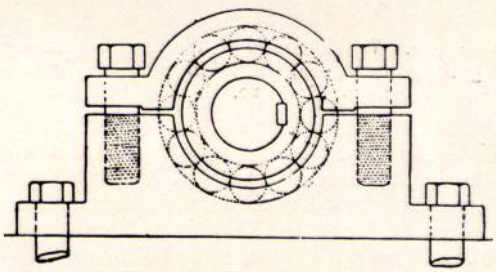

Abb. 408. Kugellager, 1857.
S. 399). Joseph Ressel, Domainen-Waldmeister in Triest, erhielt am 9. März 1829 ein einjähriges österreichisches Privileg unter Benützung von Rollen und Kugeln „die Reibung der Maschinen-Zapfen und Wagenachsen beinahe auf Null zu reduzieren, und jede Schmiere entbehrlich zu machen". — J. H. Johnson nahm am 27. November 1855 das engl. Patent Nr. 2677 auf ein Kugellager. Am 25. September 1858 nahm C. Sayno das engl. Patent Nr. 2245 auf ein Kugel- oder Rollenlager. Ein Jahr später, am 9. Juni 1857, nahm P. M. Comte de Fontaine-Moreau das engl. Patent Nr. 1611 auf ein Lager mit Kugeln (Abb. 408). Am 15. November 1859 nahm W. H. Ward das englische Patent